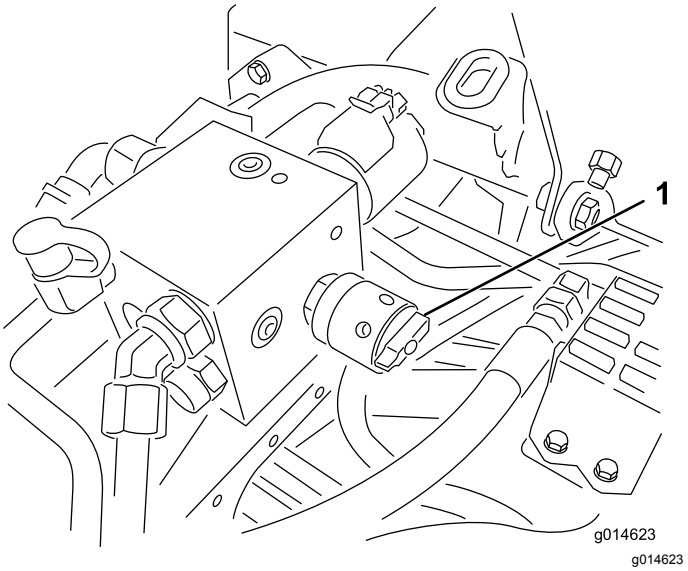

Figur 52
6. Drei spolehastighetskontrollen til innstilling 1 (Figur 52).
4. Juster spolehastigheten ved å vri knotten (Figur 52) til indikatorpilene er i linje med tallet du fastslo i trinn 3.